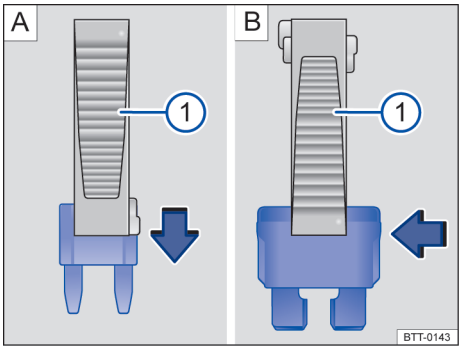

Fig. 118 Remover ou instalar um fusível com a garra da pinça de plástico ①. ▶
– Se necessário, retirar a pinça de plástico → Fig. 118 ① do suporte. O suporte se encontra na parte traseira da caixa de fusíveis perto da tomada de conexão para diagnóstico.
– Em caso de *fusíveis pequenos*, encaixar a garra ① por cima → Fig. 118 **A**.
– Em caso de *fusíveis maiores*, empurrar a garra ① lateralmente sobre o fusível → Fig. 118 **B**.